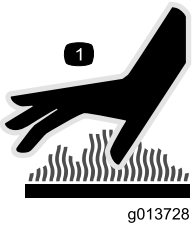

Figur 3
- Rør aldri en varm motor eller lyddemper (Figur 3).